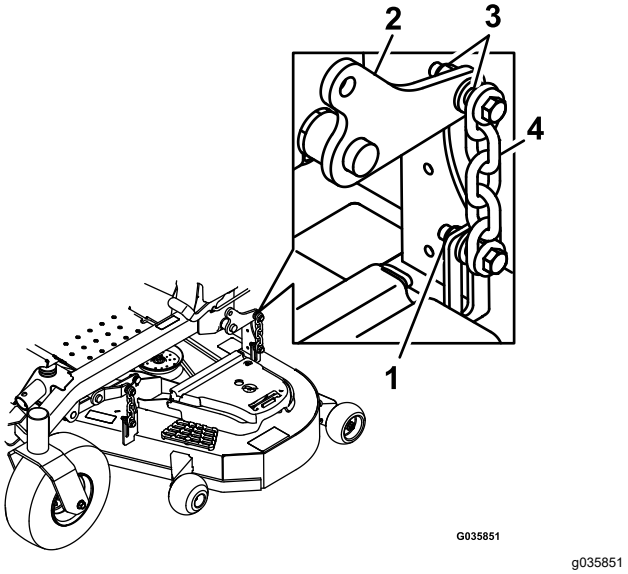

Figuur 84
13. Draai de borgmoeren (Figuur 84) in de 4 hoeken los en controleer of het maaidek stevig op alle 4 blokjes rust.